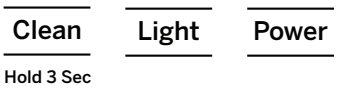

Figura 3
6. Enchufe la Opal y mantenga presionado el botón “Clean” (Limpieza) durante 3 segundos para iniciar el proceso de limpieza. Ver figura 3. .